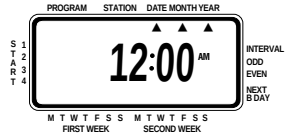

FIGURE 3 : L'écran et les renseignements qu'il affiche
- Tenez la touche **+** enfoncée pour faire avancer l'horloge jusqu'à l'heure exacte. Utilisez la touche **–** pour faire reculer l'heure **[voir la figure 3].** Une fois l'heure exacte atteinte, appuyez sur la touche **ENTER** pour confirmer le réglage.